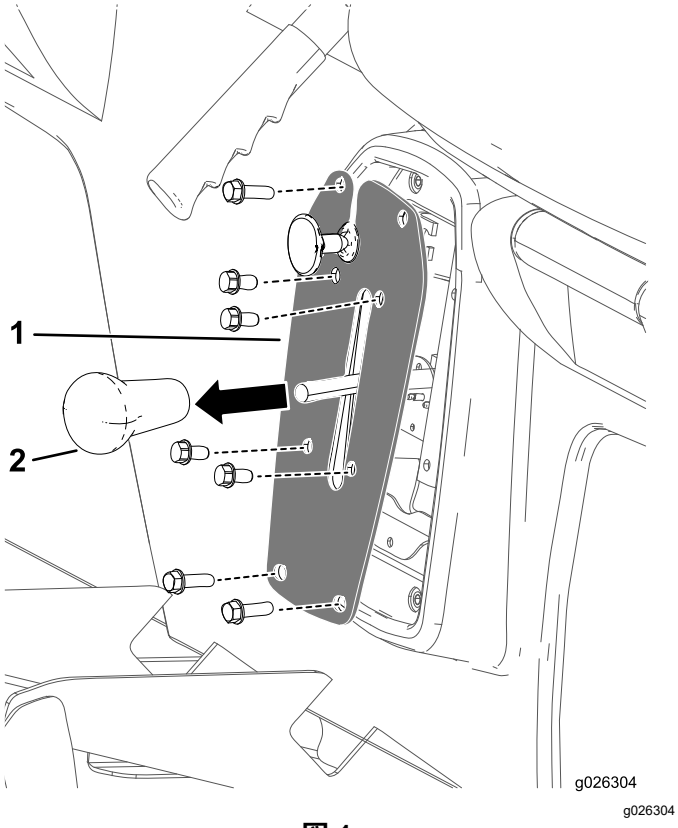

図 1
1. ギアシフトレバーからノブを外す図 1。
2. シフタープレートをシフターブラケットに固定している4本のボルトを外す図 1。
3. シフタープレートをシフターブラケットに固定している4本のボルトを外してシフタープレートをを外す図 1。